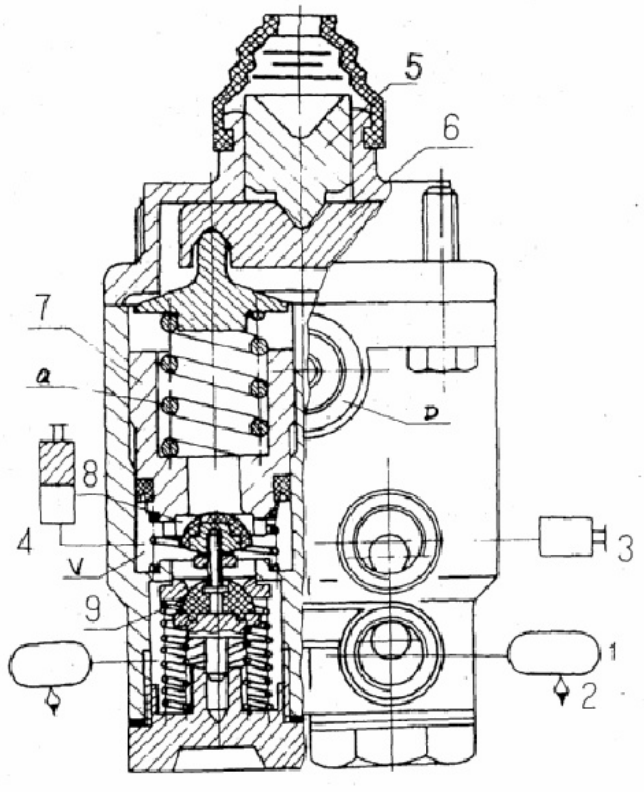

Fig. 3.5-3 Air braking valve of double pipelines
2. Air braking valve of double pipelines (Fig. 3.5-3)